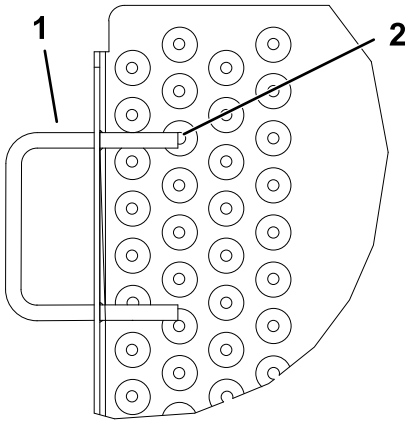
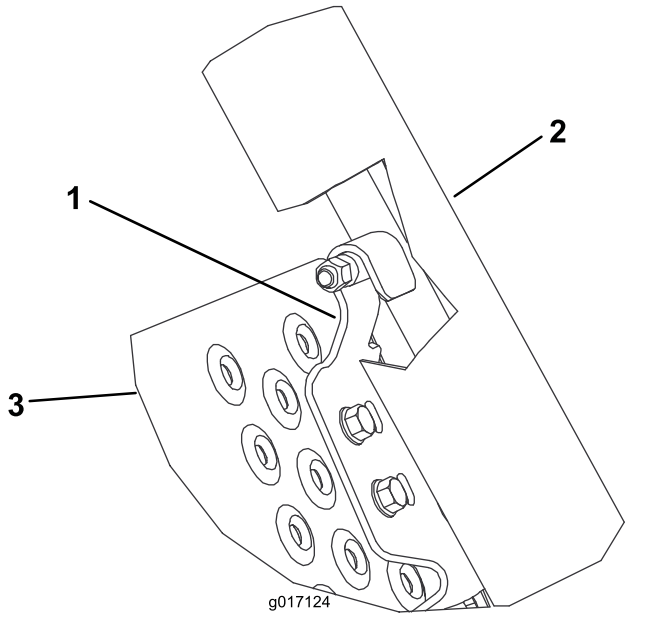

Figur 3
Figur 4
6. Placera låsfästena från satsen på vardera sida av rampen så att de är i linje med underkanten av lastramperna, haka fast dem på de smorda tapparna på lastramperna och justera dem efter rampens hål (Figur 4). Använd endast två monteringshål per låsfäste.
Obs: Om rampens handtag inkräktar på låsfästets monteringsfäste slipar du vid behov ned handtagets ände så att hålet syns (Figur 3). Bättra på lacken.
8. Höj upp och lås fast rampen. Justera låsfästena så att de hakas fast på tapparna och dra åt flänsskruvarna och muttrarna (Figur 3 och Figur 4).